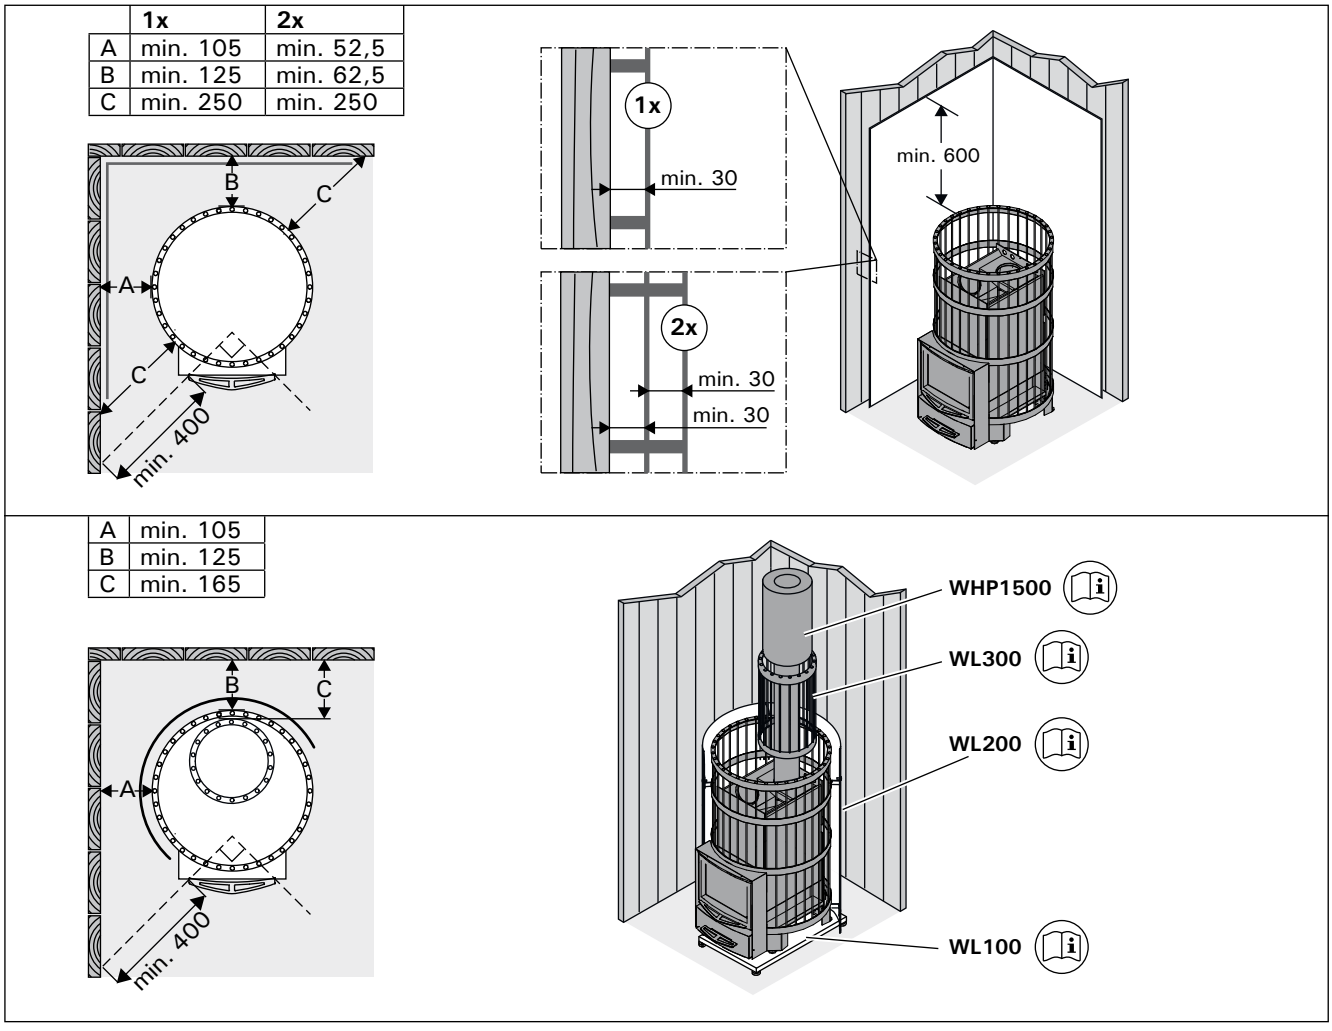

Рисунок 9. Защитные покрытия (все размеры приведены в миллиметрах)
- Одинарное защитное покрытие (рисунок 9: 1x) допускается изготавливать из негорючих плит из фиброцемента (минеральная плита) с минимальной
- Двойное защитное покрытие (рисунок 9: 2x) можно изготовить из двух плит, указанных выше.
- **Защитное ограждение для каменки WL200.** На каменке должно быть смонтировано защитное ограждение. Равноценно отдельной защитной крышке. Рис. 9.
- **Защитное ограждение дымовой трубы WL300.** для Legend. Устанавливается вокруг дымовой трубы и заполняется камнями. Подходит как к прямой там и для наклонной дымовой трубе. Рис. 9.